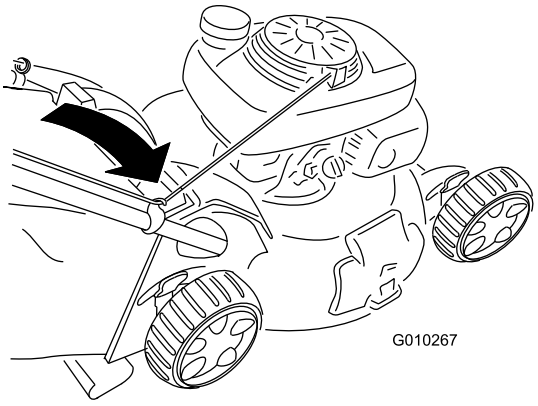

Figur 28
2. Før startsnoren rundt om det nedre snorestyr (Figur 28).